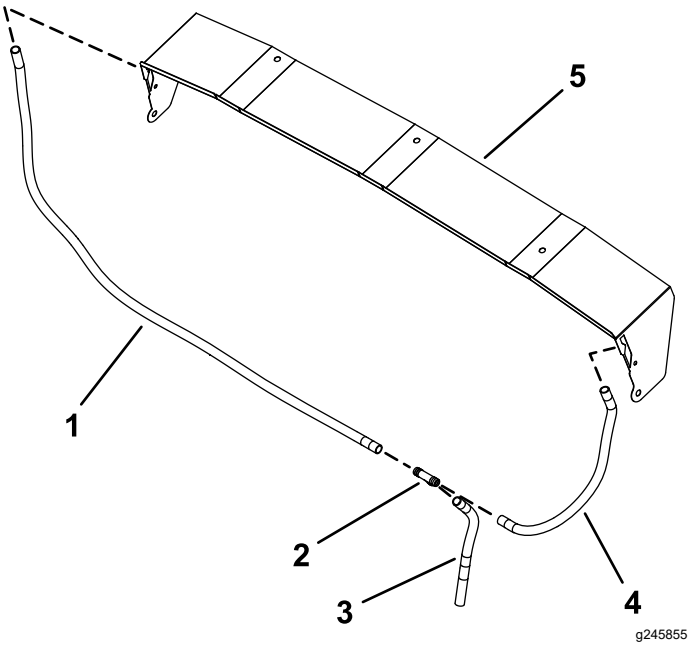

Figur 42
4. Anslut det genomskinliga röret på 122 cm till de genomskinliga rören på 33 cm och 43 cm med T-stycket (Figur 42).